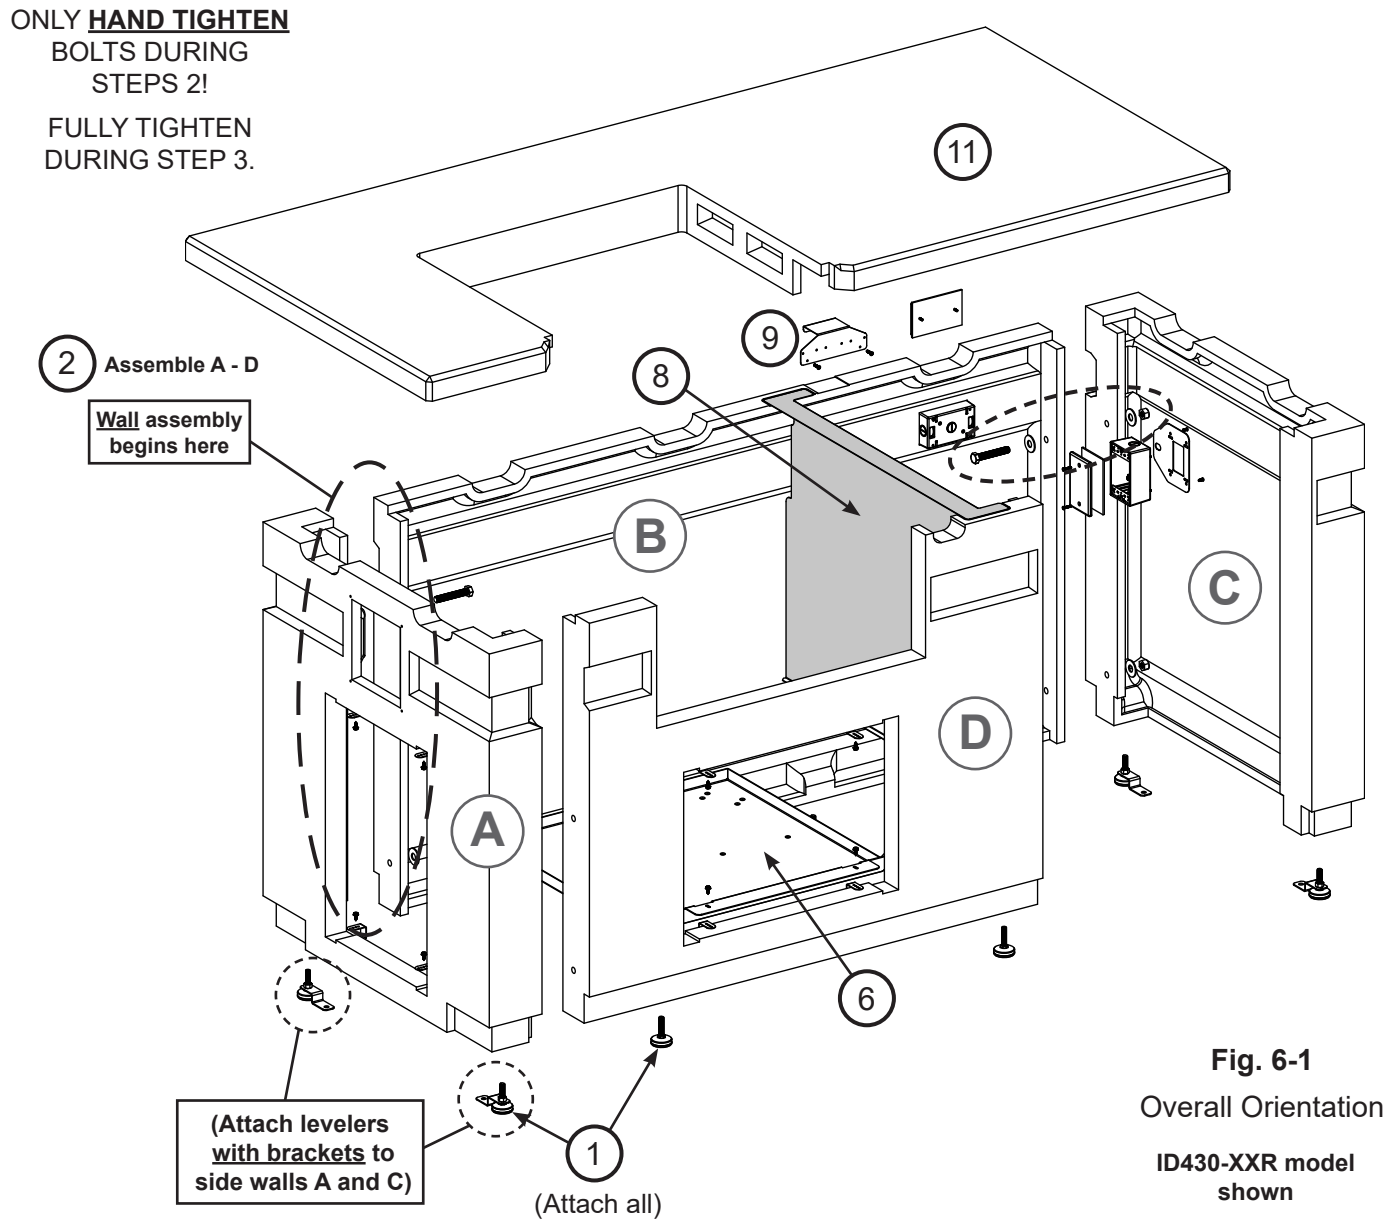

Fig. 6-1
- Fig. 6-1 provides an overall orientation and bolt assembly detail for the island with refrigerator. (Assembly may slightly vary depending on island selected.)